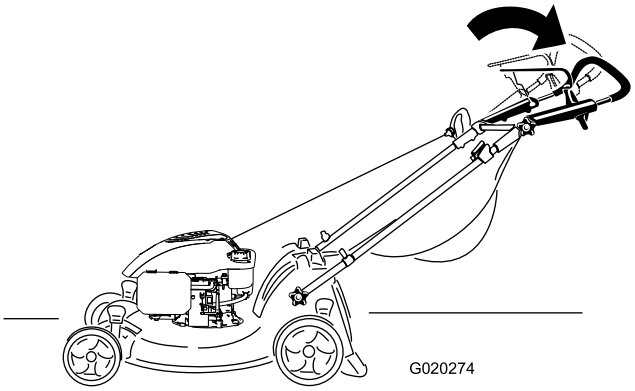

Figur 15
2. Flytta det övre handtaget till önskat läge (Figur 15).